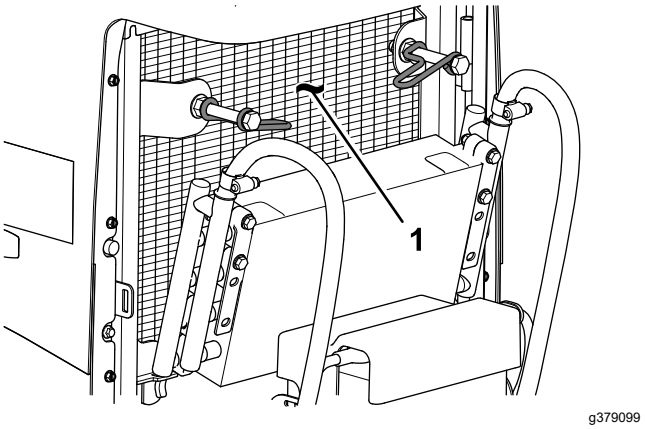

Figuur 112
8. Reinig beide zijden van de oliekoeler en de radiateur grondig Figuur 112) met perslucht.